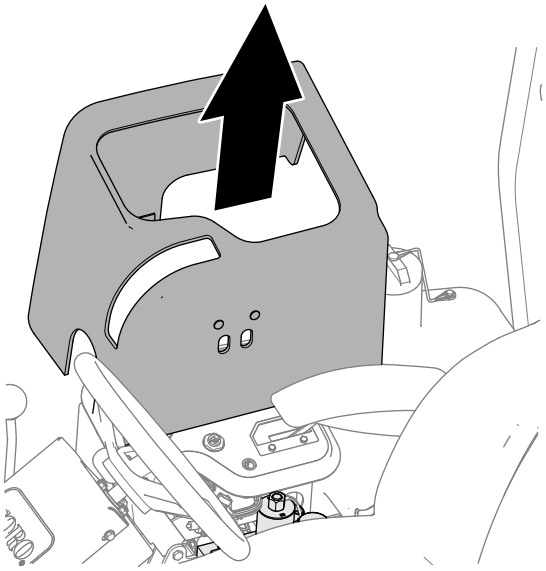

Figur 93
3. Lyft upp den magnetiskt monterade konsolkåpan (Figur 93) för att exponera gräsklippargrenröret.